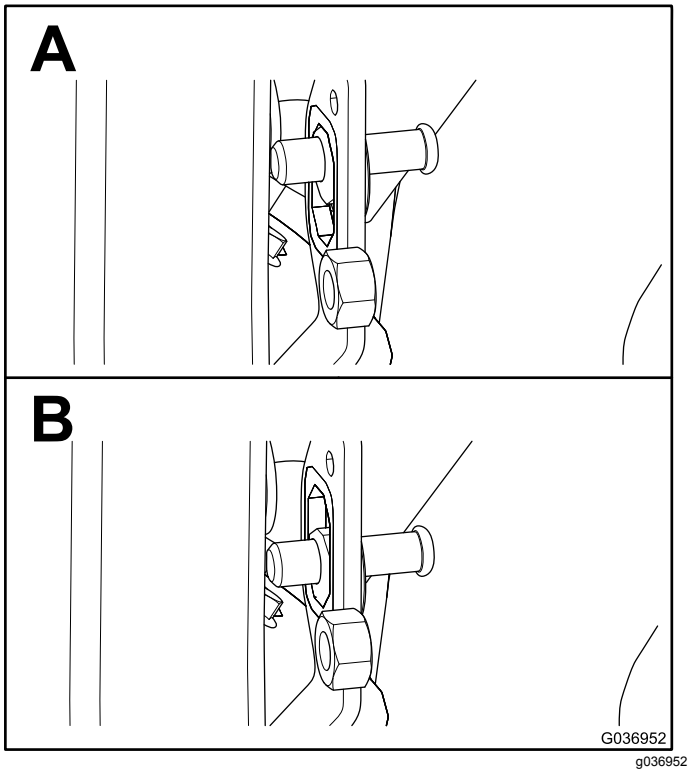

Figuur 4
1. Centreer de vergrendelpen in de montagebeugel van de vergrendelpen op de rail (Figuur 4).
4. Draai de contramoer vast zodra de vergrendelpen 1,9 tot 2,2 cm bereikt; zie Figuur 4.